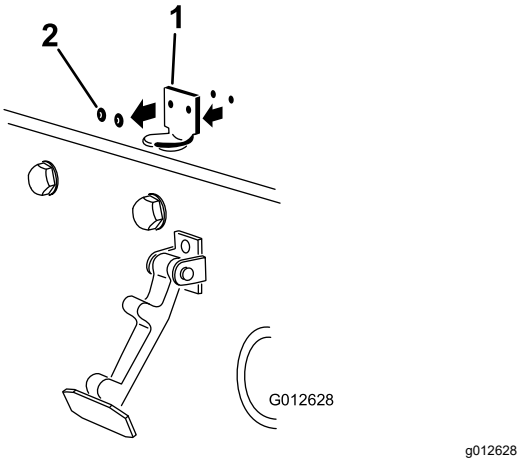

Figur 12
2. Fjern de to nitter, der fastholder hjelmlåsebeslaget på hjelmen (Figur 12), og fjern hjelmlåsebeslaget fra hjelmen.